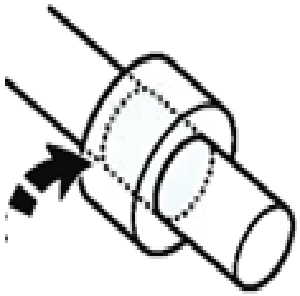

Figura 2
3) A área de resistência (veja figura 2) varia com diferentes trabalhos. Recomendamos que para puxadores manuais o diâmetro da rosca do extrator tenha pelo menos ½ do diâmetro do eixo. Para extratores hidráulicos, um bom parâmetro é definir a tonelagem necessária em torno de 8 a 10 vezes o diâmetro do eixo. Por exemplo: